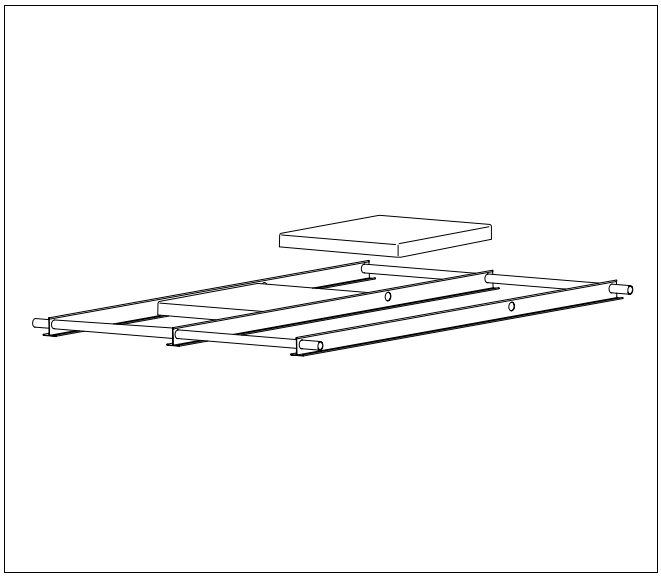

Afb. 30 Basisframe met betontegels stabiliseren
- Stabiliseer het basisframe door een klassieke betontegel (afb. 30) op de kraag van de T-profielen te plaatsen. Vervolledig de rest van de betontegels pas nadat de staander voor plat dak compleet gemonteerd is (zie hoofdstuk 6.4 "Staander voor plat dak stabiliseren", pagina 33).